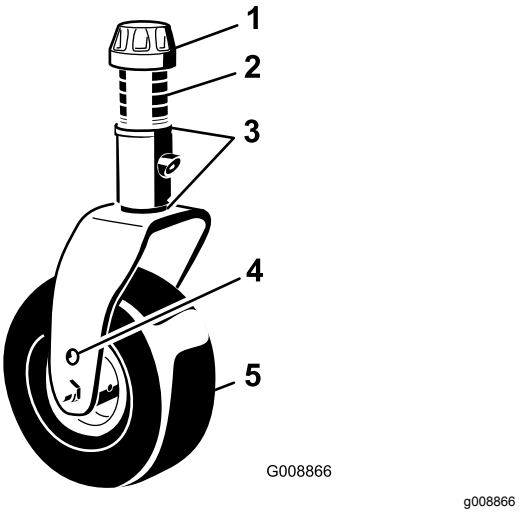

Figur 128
1. Ta bort spännlocket från svänghjulsspindelns axel och skjut ut spindeln ur svänghjulsarmen (Figur 128).
Ta bort spännlocket och hjulgaffeln (Figur 128).